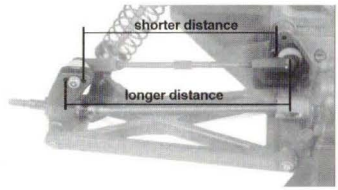

fig. 12b *The longer position increases traction; the shorter position increases stability and rough track handling.*
- Using a longer mounting position **(fig. 12b)** will increase traction but decrease stability and rough track handling.